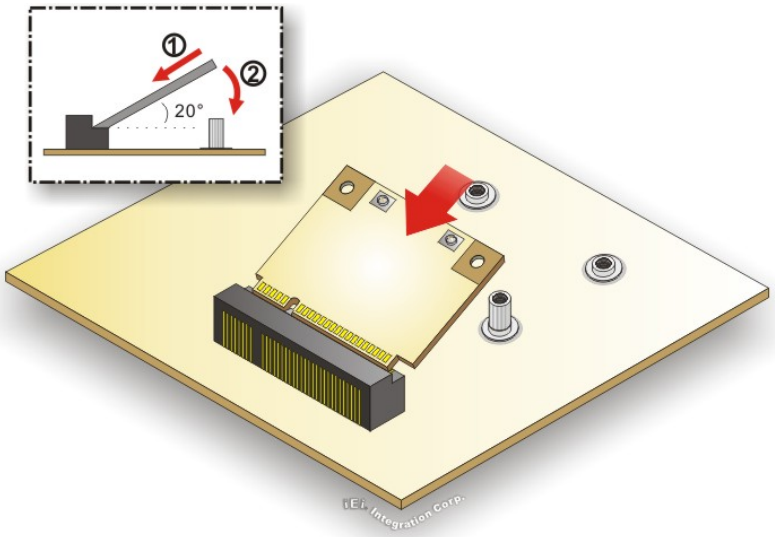

Figure 3-20: Inserting the WLAN Module
Step 6: Line up the notch on the WLAN module with the notch on the slot. Slide the WLAN module into the slot at an angle of about 20º (**Figure 3-20**).